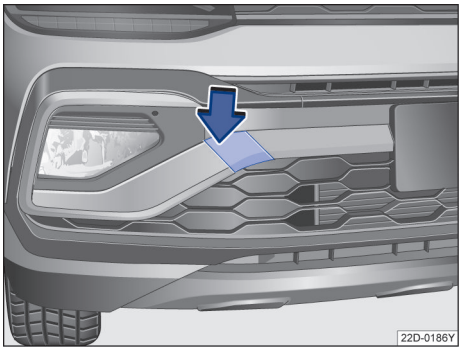

图 149 拆卸盖板
- 按压盖板的左侧区域→图 149（箭头），松开盖板的卡扣。